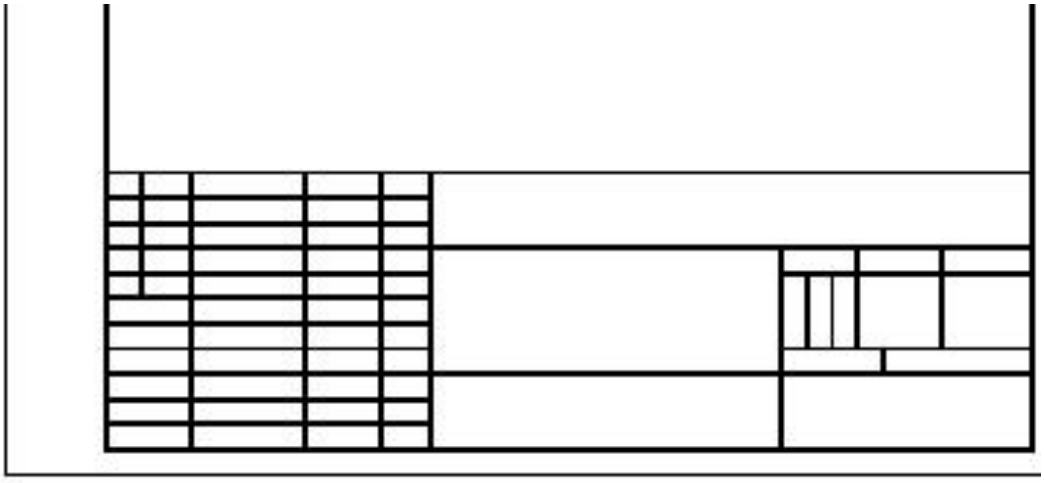

Рис. 42
4. *Нарисуйте рамку для обозначения границы чертежа (рис. 42):* активизируйте команду **Отступ** (**Offset** буква **o**), щелкните на прямоугольнике рамки, затем внутри прямоугольника. Для смещения левой стороны рамки границы чертежа вправо сначала разгруппируйте прямоугольник на отдельные линии командой **Взрыв** (**Explode**) . Сместите левую границу рамки внутрь на 2, удалите исходную линию и скруглите верхний левый и нижний левый углы рамки.